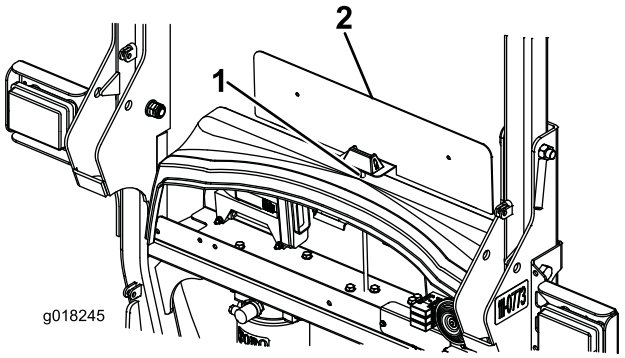

**図 8**
1. プラスチック製のバルクヘッドカバーの中央部（前から40mmの位置）に直径8mmの穴を一つ開ける（図 8）。